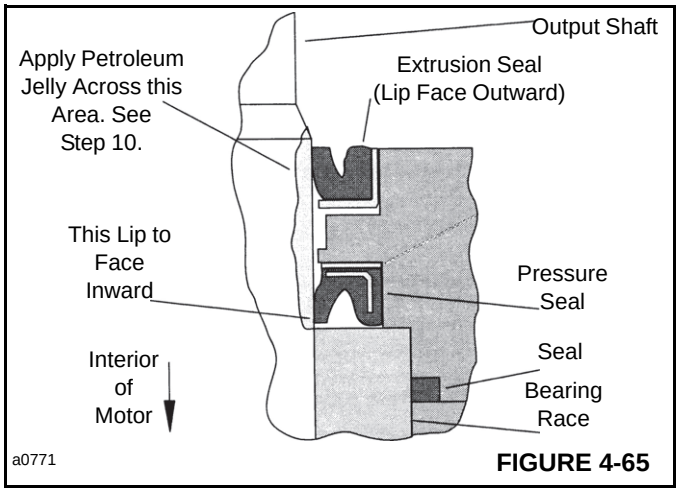

FIGURE 4-65
10. Before installing the flange and seal assembly over shaft (9, Figure 4-58), place a protective sleeve or bullet over the shaft. Then lubricate the space between exclusion seal (2) and pressure seal (5), as well as the lips of both seals (see Figure 4-65).